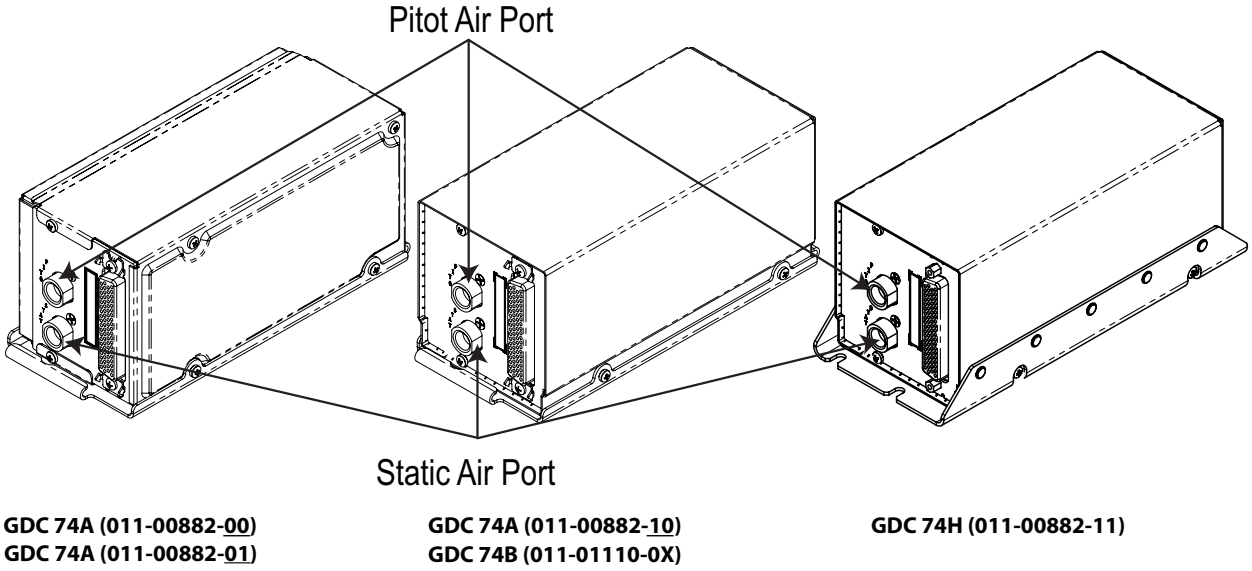

Figure 2-1. GDC 74A, GDC 74B, & GDC 74H Air Hose Fitting Locations
The GDC 74(X) has two ports that are connected to the aircraft's pitot pressure source and static pressure source. The two ports are labeled on the unit (Figure 2-1). The pressure ports have 1/8-27 ANPT female threads. The mating fitting must have 1/8-27 ANPT male threads.